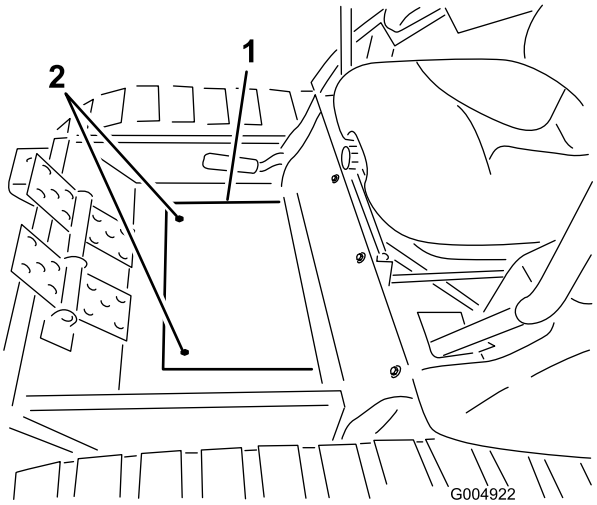

Figur 72
3. Afmonter de 2 bolte, der fastgør dækslet, og afmonter dækslet (Figur 72).